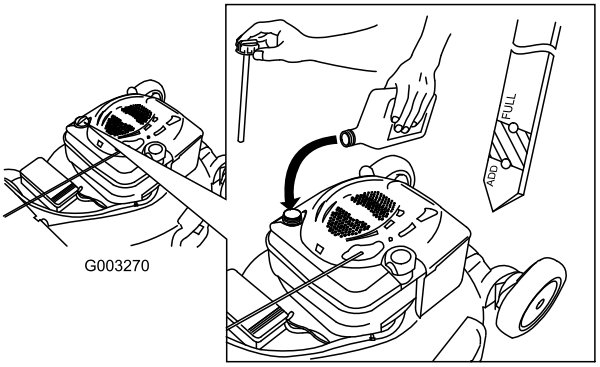

Figuur 39
4. Giet **langzaam** olie in de vulbuis totdat het peil de Vol-markering op de peilstok bereikt (Figuur 39). **Niet te vol vullen.** (Maximale vulhoeveelheid: 0,59 l, type: SAE 30 reinigingsolie, met onderhoudsclassificatie SF, SG, SH, SJ, SL van het American Petroleum Institute (API) of hoger).